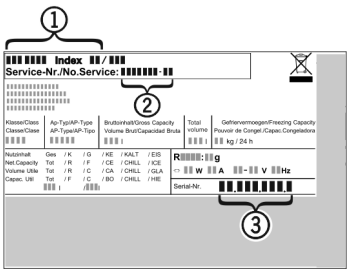

Fig. 11
▶ Označení přístroje *Fig. 11 (1)*, servisní číslo *Fig. 11 (2)* a sériové číslo *Fig. 11 (3)* naleznete na typovém štítku. Identifikační typový štítek je umístěn na levé vnitřní stěně přístroje.
▶ Informujte zákaznický servis a sdělte poruchu, označení přístroje *Fig. 11 (1)*, servisní číslo *Fig. 11 (2)* a sériové číslo *Fig. 11 (3)*.